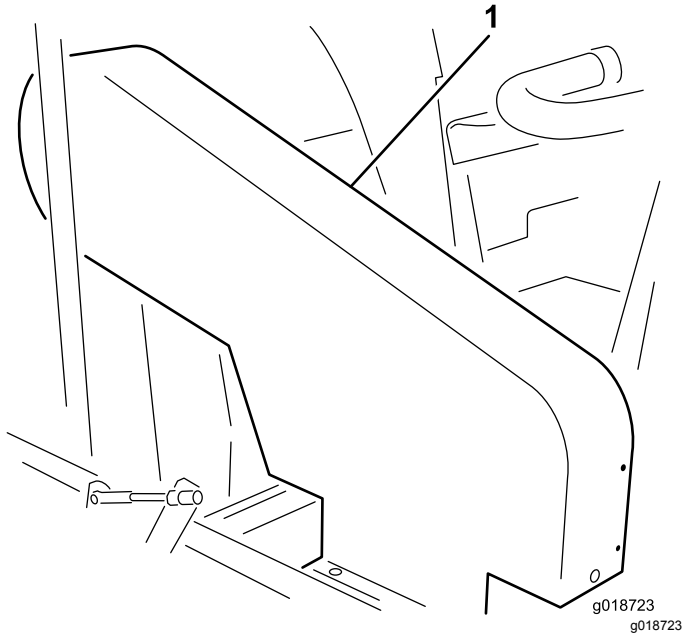

**Figur 19**
**Merk:** Det er ikke nødvendig å fjerne det øvre remvernet (Figur 19) for å kontrollere remspenningen. Hvis du fjerner remvernet, fjern de fore boltene, skivene og mutterne som fester verneplaten til rammen. Ikke bruk maskinen uten at verneplatene er på plass.
Kontroller hvor stram remmen er ved å presse midt på spennet mellom viftehjulet og clutchskivene med en kraft på 18–22 N. Remmen skal gi etter 1,3 cm. Hvis svikten er feil, se Justere viftehjulsdrivremmen (side 22). Hvis svikten er korrekt, fortsett normal drift (Figur 19).
Kontroller hvor stram remmen er ved å presse midt på spennet mellom jekkakselen og clutchskivene med en kraft på 18–22 N. Remmen skal gi etter 6 mm. Hvis svikten er feil, se Justere jekkakselremmen (side 23). Hvis svikten er korrekt, fortsett normal drift (Figur 19).
1. Fjern de fire boltene, skivene og mutrene som fester det øvre dekselet til rammen (Figur 19).